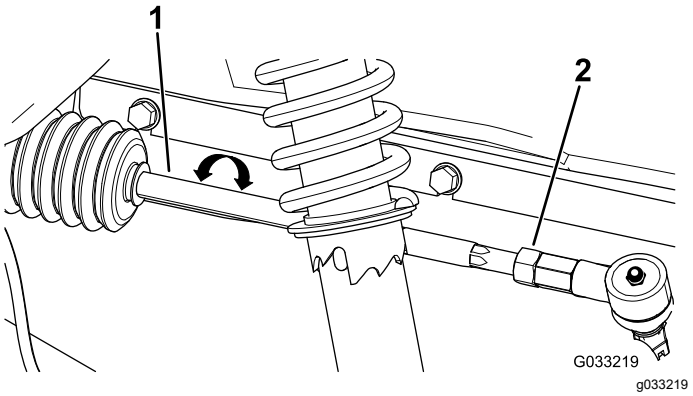

Figura 50
2. Se a medição obtida não se situar entre 0 e 6 mm, desaperte as porcas de retenção nas extremidades das barras (Figura 50).